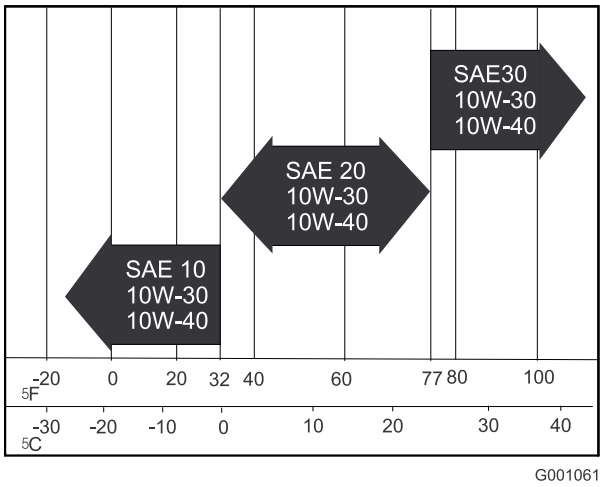

**Figur 14**
**Motoroljeviskositet:** Velg en motoroljeviskositet i henhold til lufttemperaturen i omgivelsene i henhold til tabellen i Figur 14.